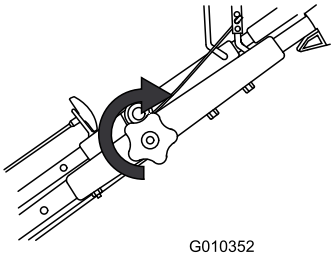

**Figur 4**
2. Dra åt de övre handtagsvreden så hårt du kan (Figur 4).